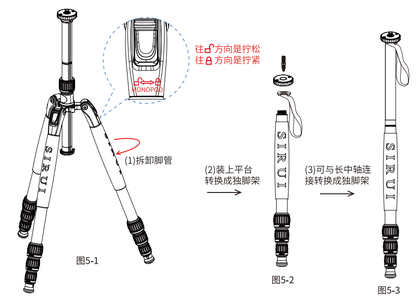

图5-1 图5-2 图5-3
5. 三脚架的可拆脚拆卸后可转换成独脚架，与长中轴可连接（如图5-1~图5-3所示）；